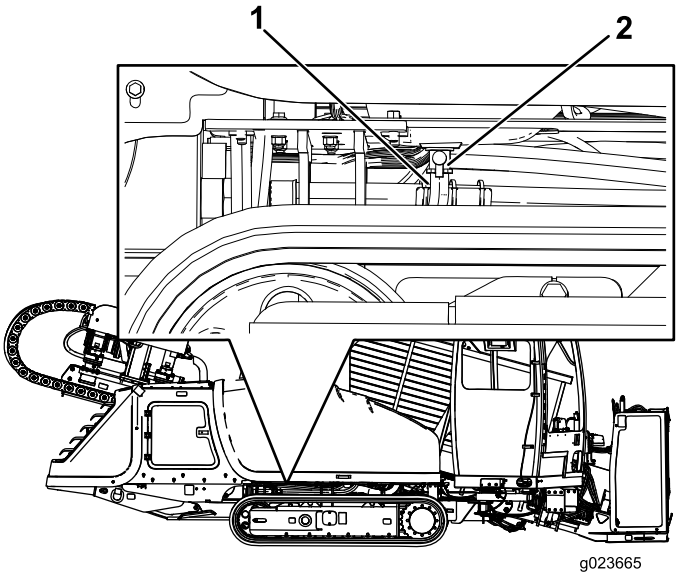

Rysunek 91
2. Upewnić się, że przewód spustowy (Rysunek 91) jest poprawnie nasunięty, a jego koniec znajduje się w misce na zużyty olej.
3. Otwórz zawór spustowy (Rysunek 91).
5. Po spłynięciu całego oleju zamknij zawór spustowy (Rysunek 91).
6. Umieść przewód spustowy z powrotem w położeniu początkowym (Rysunek 91).